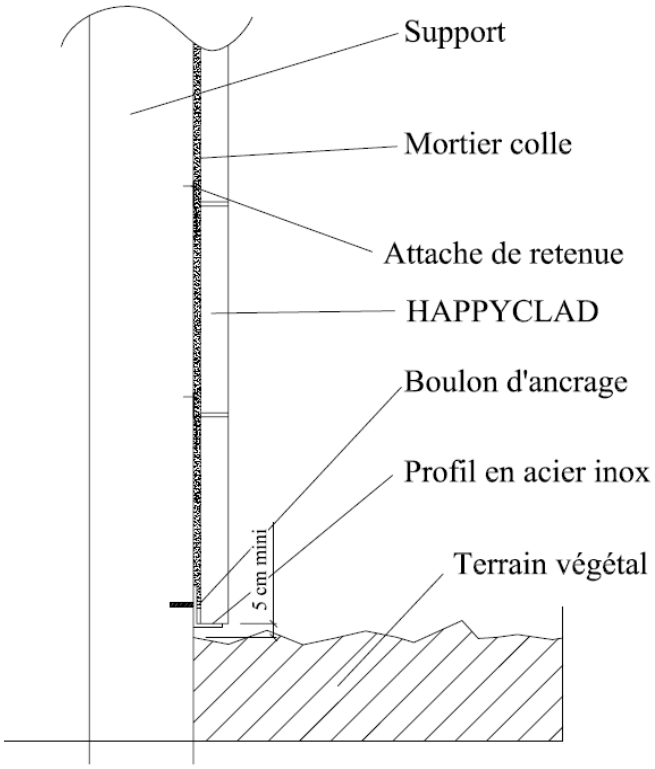

Figure 7 – Détail pour la 1ère rangée de HAPPYCLAD sur terrain végétal
4.1 Traitement préalable (figure 7)